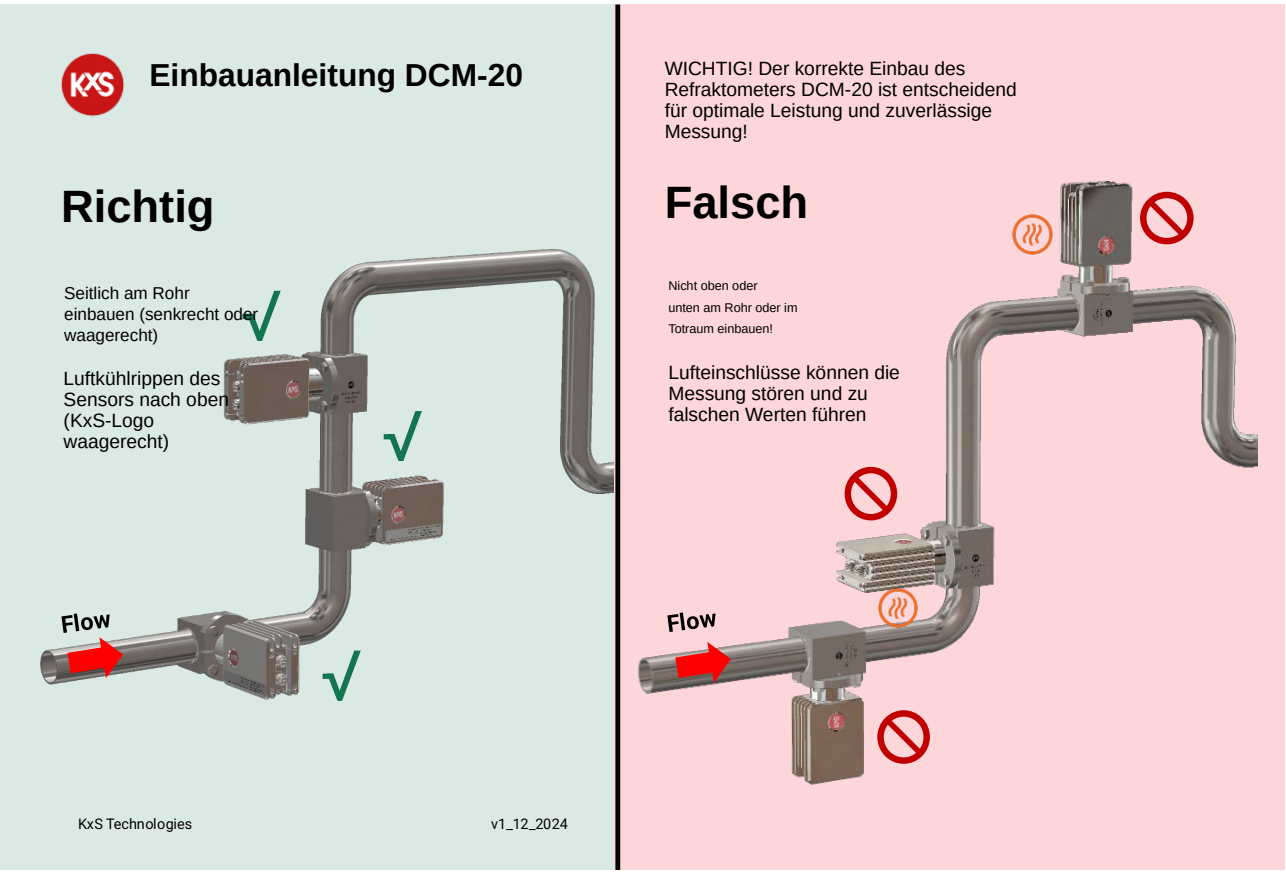

Abbildung 24 Einbau des Sensors in ein Prozessrohr: richtig und falsch.
Wählen Sie für den Rohreinbau stets einen geraden Rohrabschnitt. Sehen Sie vor und nach dem Einbaupunkt eine gerade Rohrstrecke von mindestens dem 10-fachen Rohrdurchmesser (D) vor, um eine laminare Strömung und eine optimale Selbstreinigung des Sensors zu erreichen (siehe Abb. 24).
WARNUNG: Den Sensor nicht oben oder unten an einem waagerechten Rohr einbauen (siehe Abb. 24, „Falsch“). Die Zuverlässigkeit der Messung wird beeinträchtigt. Lufteinschlüsse in teilgefüllten Rohren können die Zuverlässigkeit oben eingebauter Refraktometer erheblich beeinträchtigen.